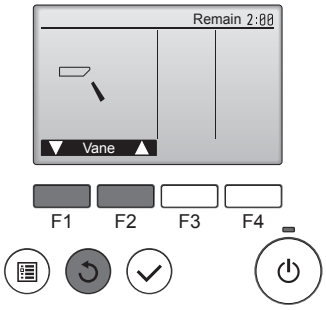

Fig. 8-4
② Press the [SELECT] button to display the Vane operation screen, and then press the [F1] and [F2] buttons to check the auto vane. (Fig. 8-4)